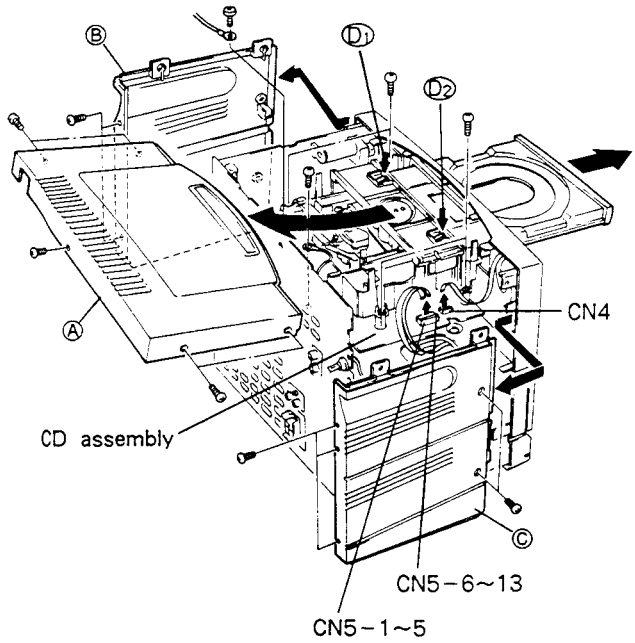
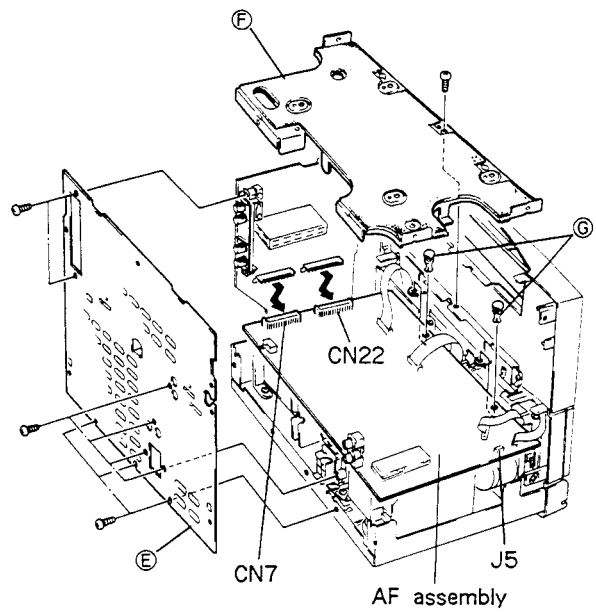
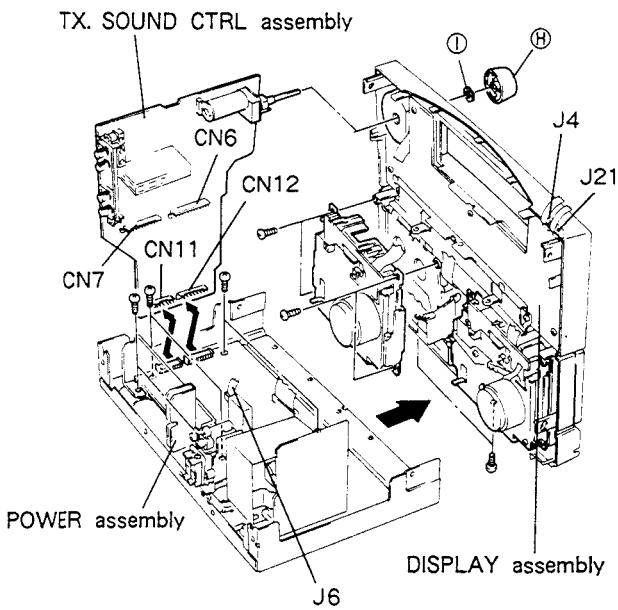

Fig. 1.
Fig. 5.
Fig. 6.
4. Remove nylon rivet Ⓖ of the AF assembly front side (at two points). (See Fig. 5)
- Refer to Fig. 1, Fig. 5 and Fig. 6 of "DISASSEMBLY" for the locations of above CN (connector) and J (flat cable).